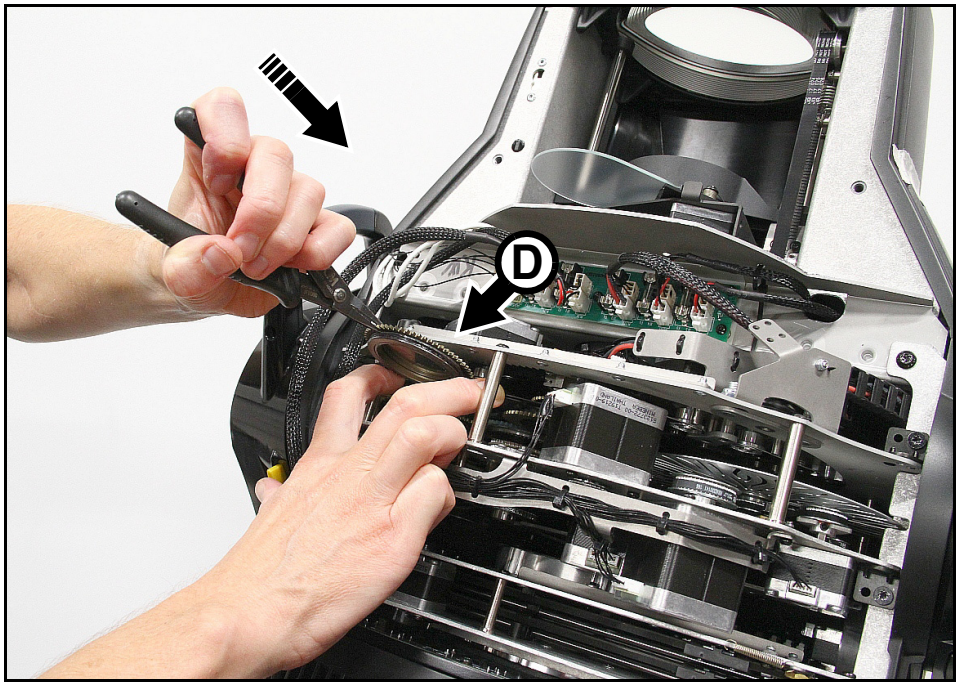

Figure 17 : Remontage d’un porte-gobo
6. Voir Figure 17. Alignez votre point de référence sur le porte gobo avec votre point de référence sur le module. Avec deux doigts comme indiqué en **D**, inclinez légèrement la platine métallique de la roue pour ménager un passage pour le porte-gobo jusqu'au clip de la roue. En maintenant le porte-gobo avec une paire de pinces plates, insérez le porte-gobo dans le clip de la roue de gobos.